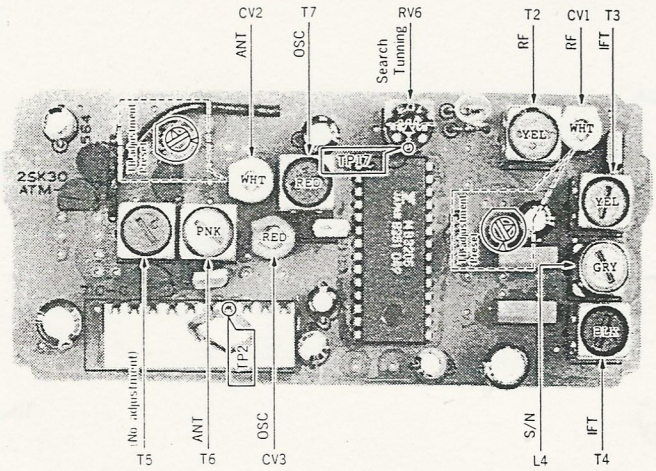

Fig. 20
(2) Alignment (Refer to Fig. 20, 22)
4	Preset CV1 (RF), CV2 (ANT). See Fig. 20.